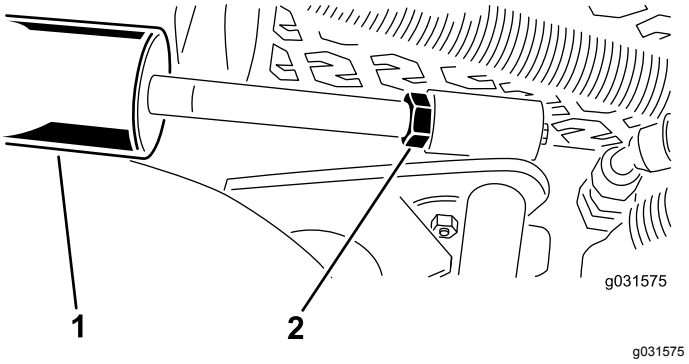

Figura 14
A. Abbassate l'apparato di taglio e allentate il controdado sul cilindro (Figura 14).